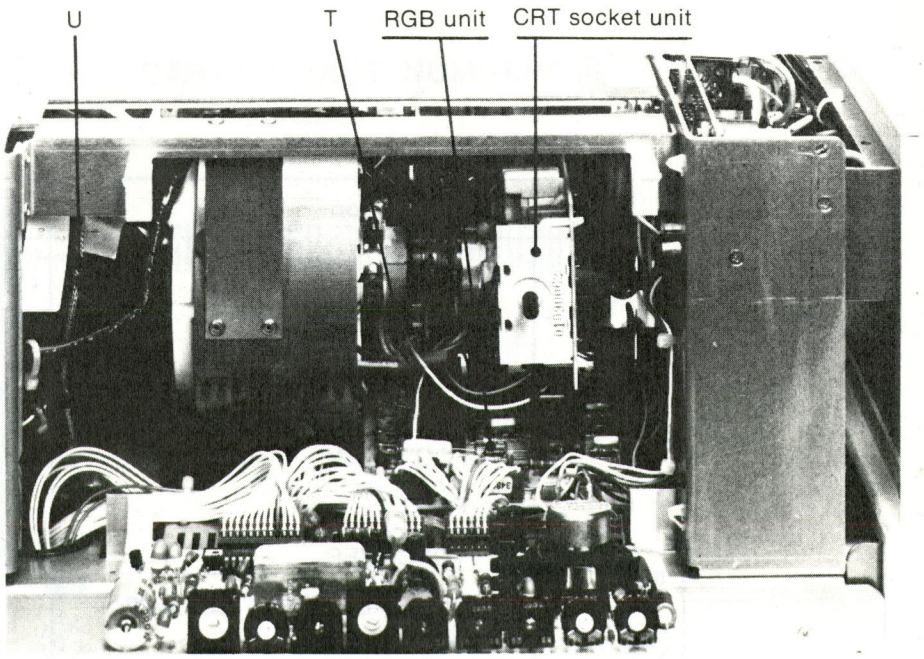

Figure 13
c) Disconnect the CRT socket unit from the picture tube by puching it to the right (figure 13).
f) Disconnect the wire harness coming from the deflection coils and going to the horizontal deflection unit (detail T in figure 13).
g) Before removing the picture tube, note how the aquadag (detail U in figure 13) is mounted if it should loose.